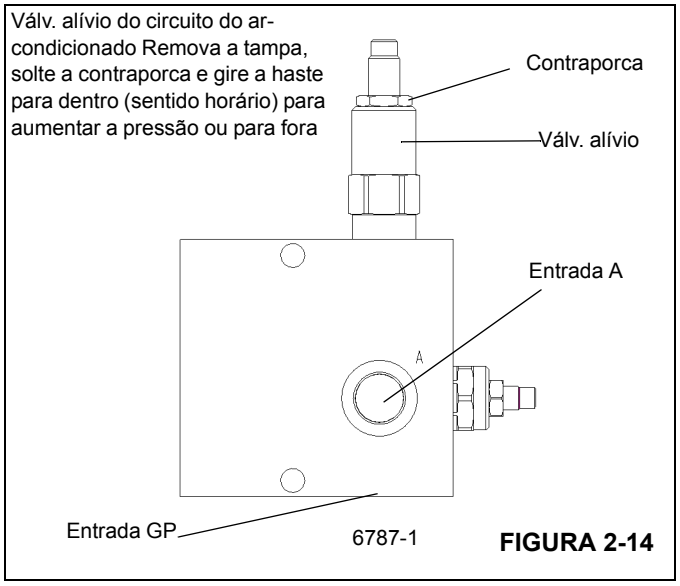

FIGURA 2-14
2. Opere o motor a 1000 rpm. Ajuste o alívio do divisor de vazão do ar-condicionado (consulte a Figura 2-14) para 104 ± 4 bar (1500 ± 50 psi). Trave o ajuste com a contraporca. Se for necessário repetir essa etapa, verifique se a bomba não está quente ao toque. Se estiver, deixe-a resfriar antes de continuar.